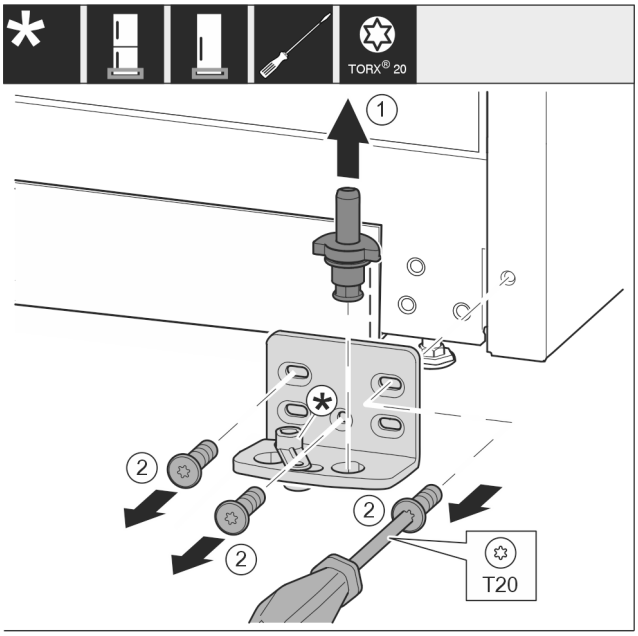

*Fig. 18*
▶ Ložiskový čep *Fig. 18 (1)* celý vytáhněte nahoru.
▶ Šroubovákem vyšroubujte šrouby *Fig. 18 (2)* a sejměte stojan ložiska.